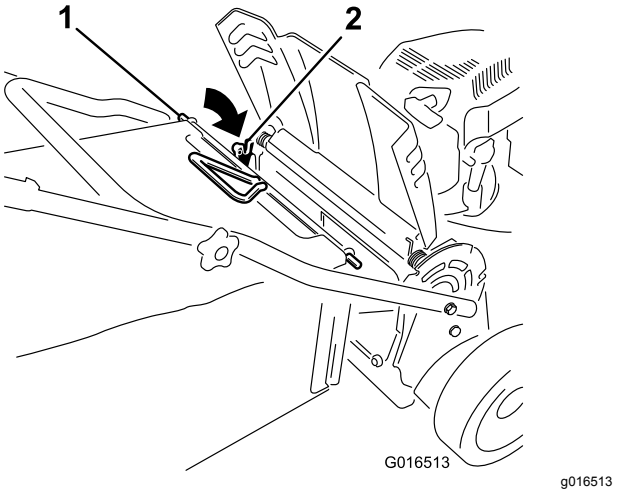

Figur 27
3. Monter posestangen i hakkerne i bunden af håndtaget og ryk posen frem og tilbage for at sikre, at stangen er fæstnet i bunden af begge hakker; se Figur 27.